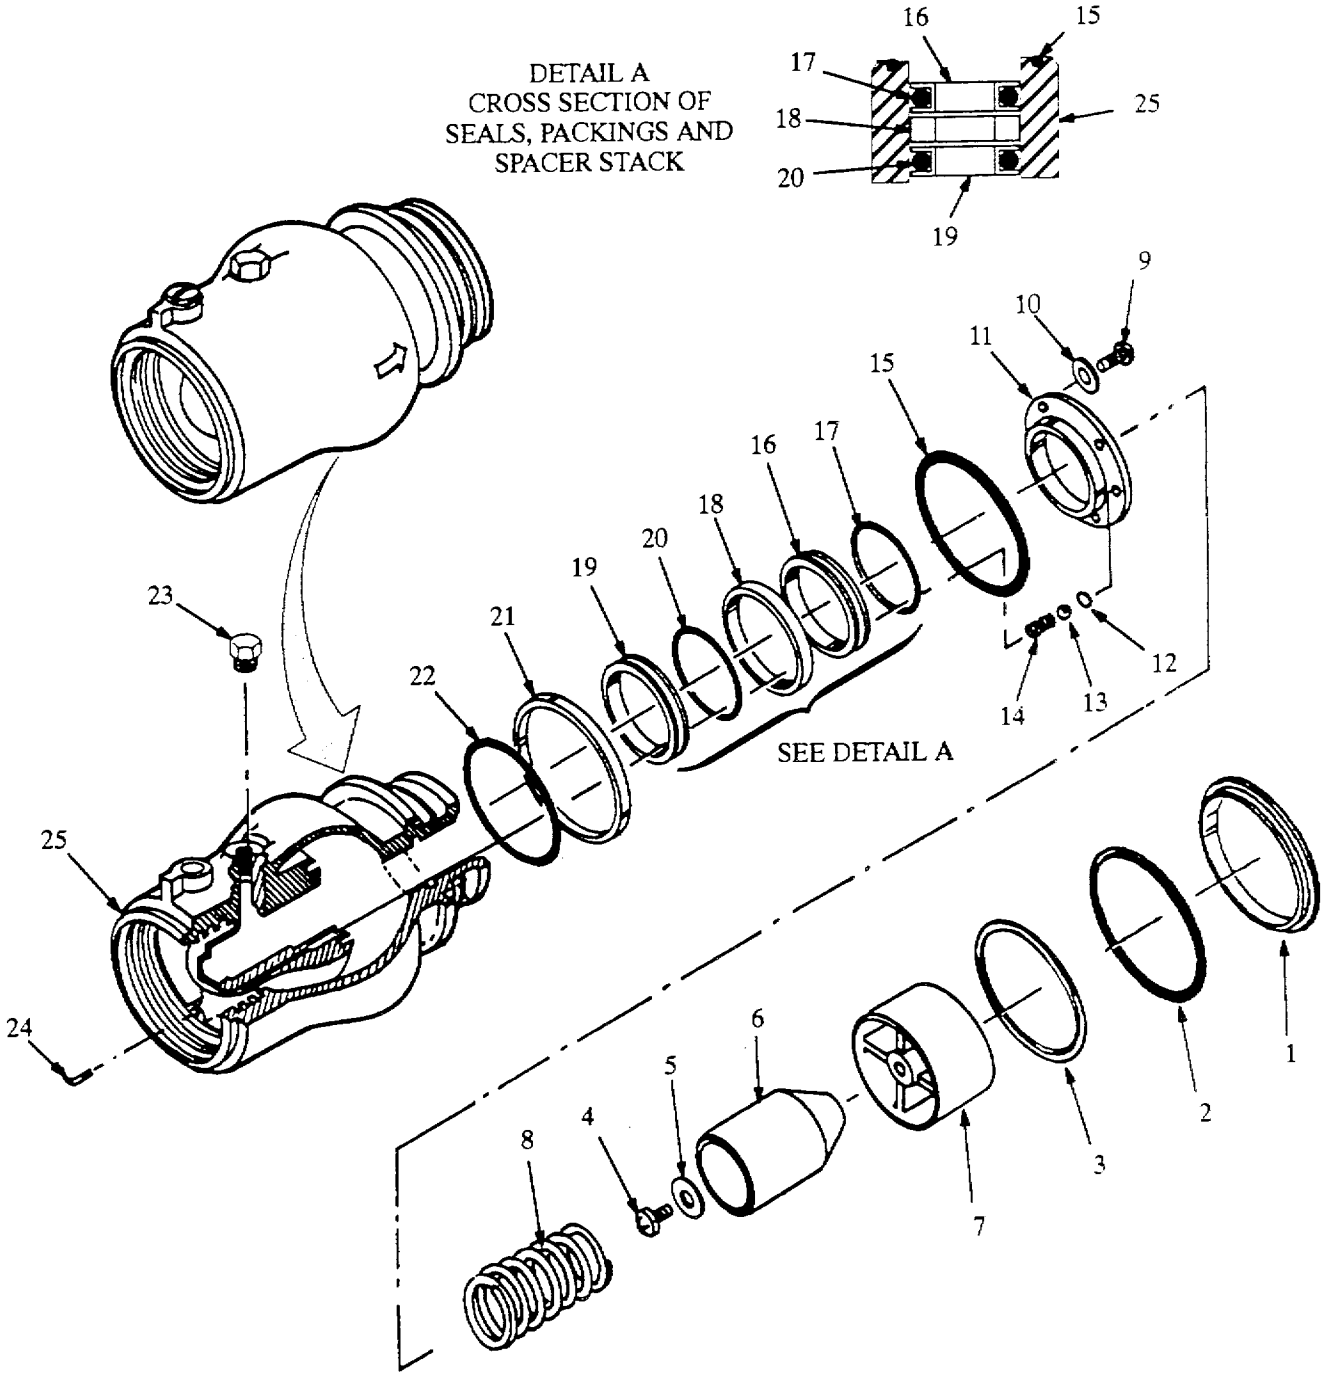
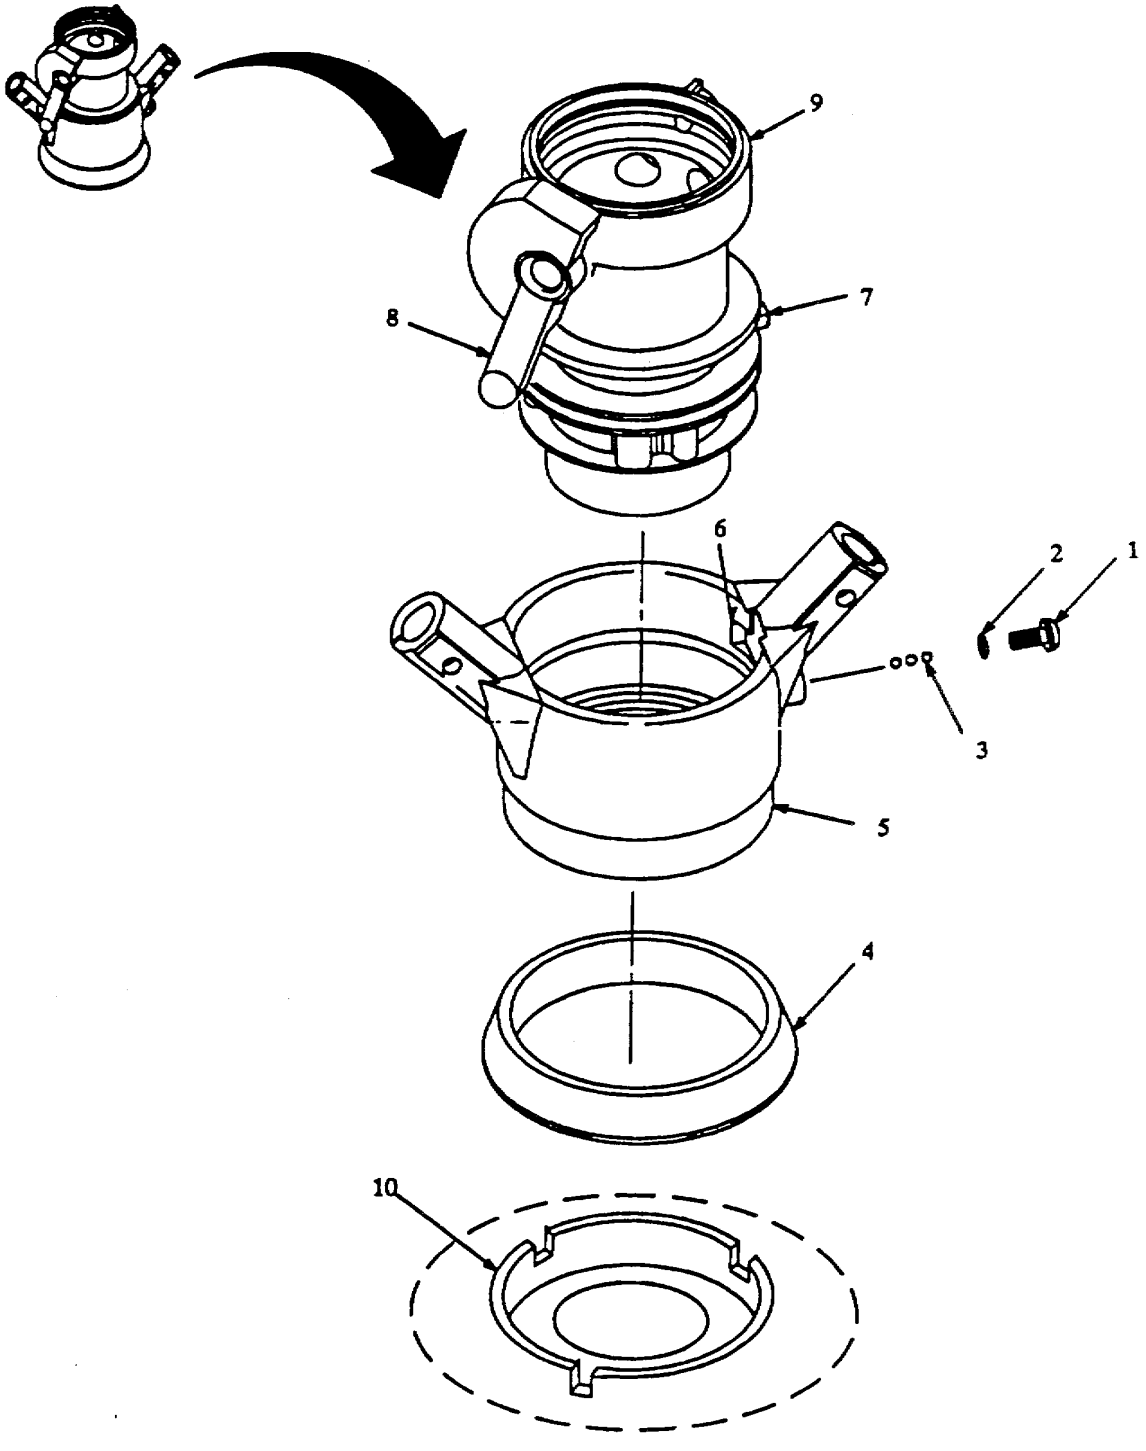
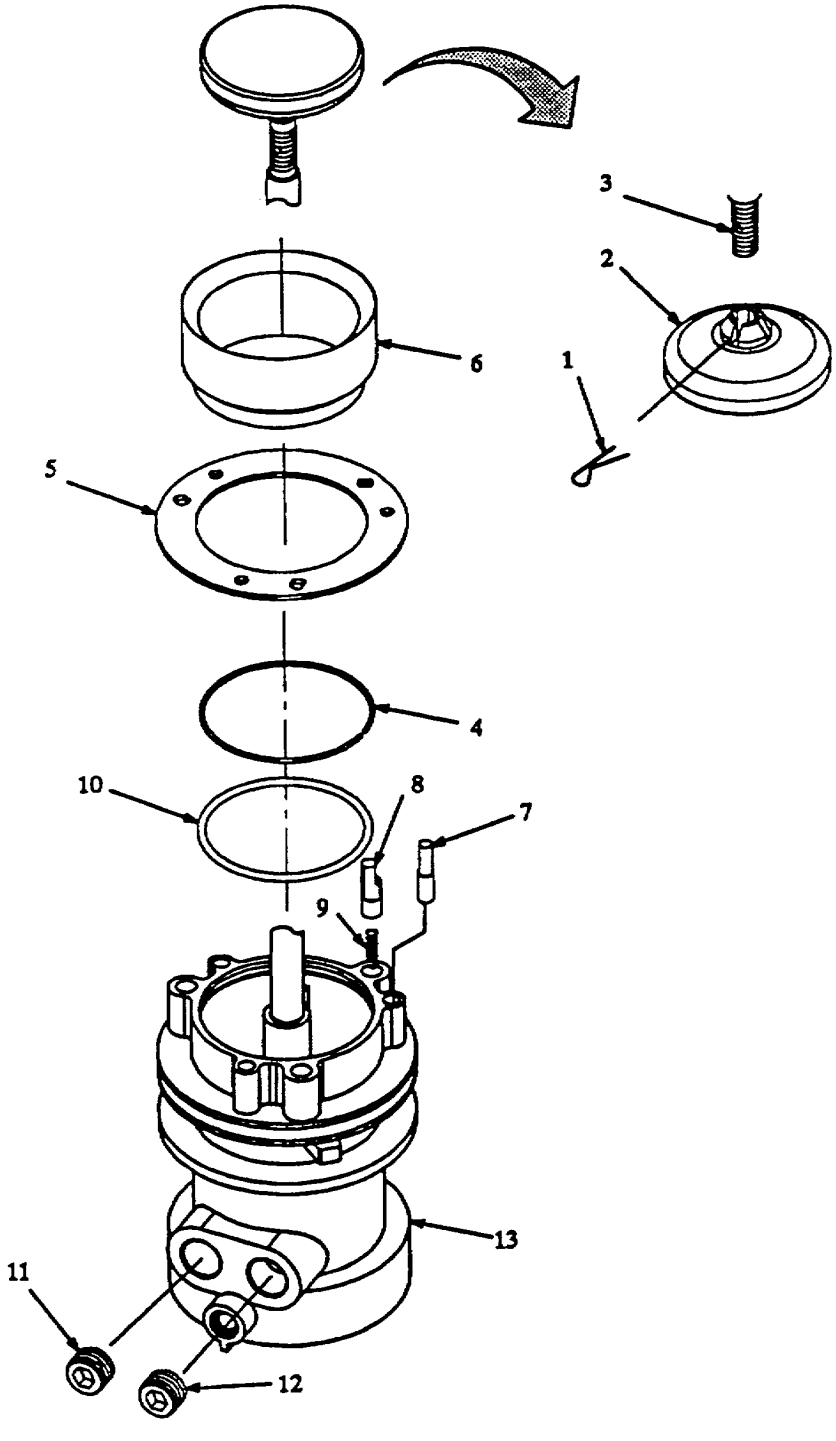
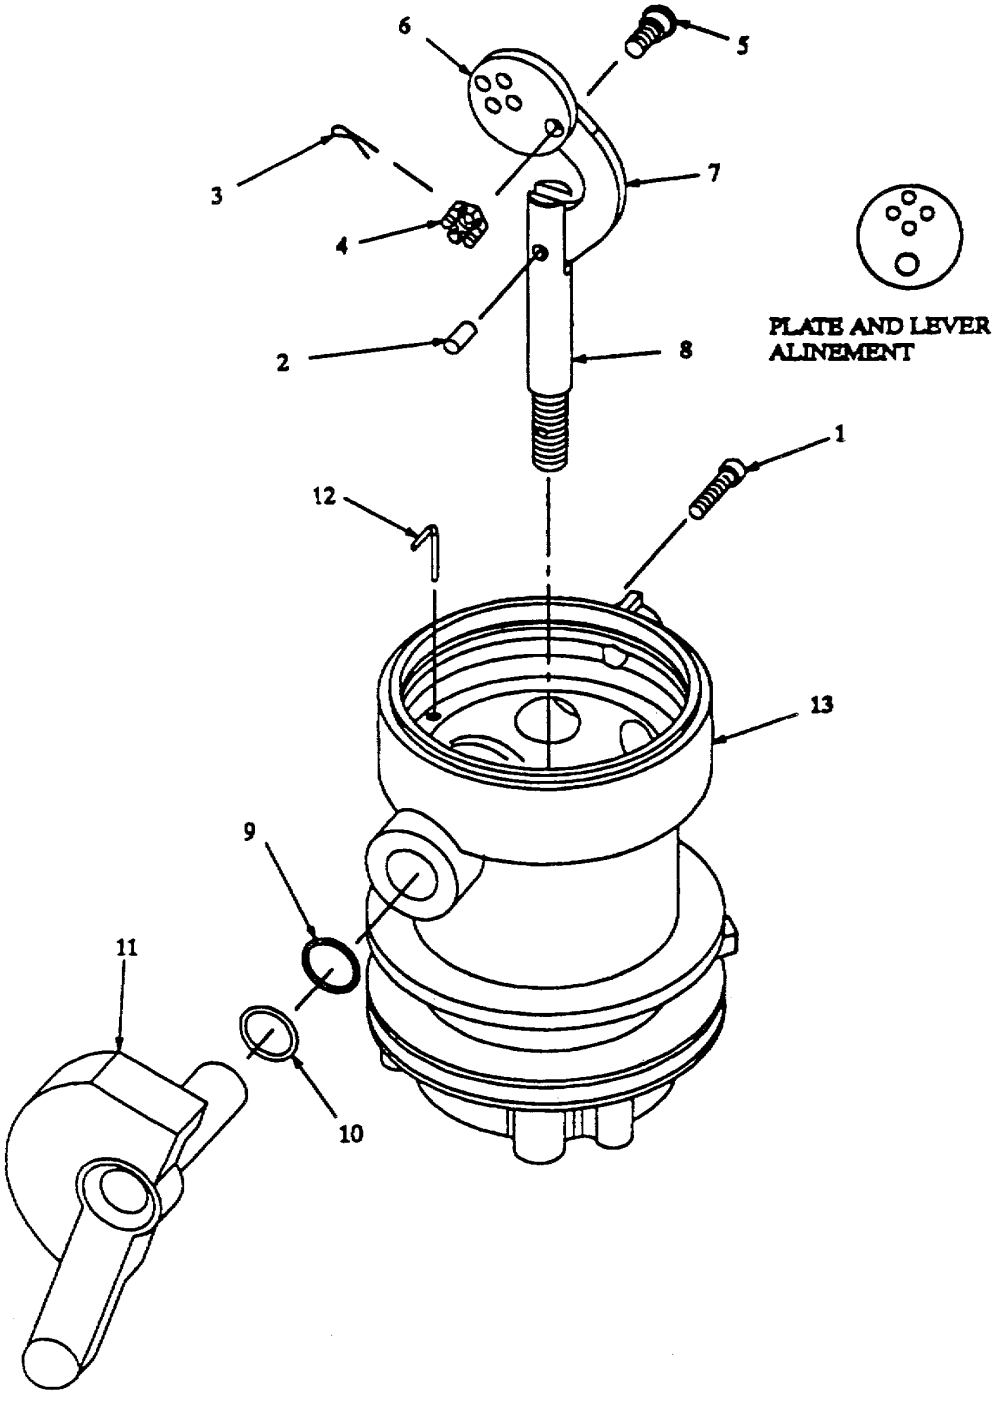

Figure 5-1A. Regulator Repair (Model HTARS101).
Figure 5-1B. Nozzle Body and Collar Repair
Figure 5-2. Nose Seal Repair.
Figure 5-3. Control Linkage Repair.
(6) (Model HTARS101) Cut outer seal (1, figure 5-1A) and remove preformed packing (2) from exterior of housing (25).
(17) Remove screw (1, figure 5-1B) and attached preformed packing (2) from collar (5).
(18) Position collar (5) so that opening for balls (3) is pointing down.
(19) Rotate body (9) back and forth on collar (5) until 49 balls (3) are removed.
(20) Connect collar (5) to adapter (10).
(21) Rotate body (9) to the left until index lug (7) alines with groove (6) in collar (5).
(22) Remove body (9) from collar (5).
(23) Remove collar (5) from adapter (10).
(24) If required, cut and remove bumper (4) from collar (5).
(25) Position body (9) with poppet pointing up, then rotate lever (8) to open position (poppet extended).
(26) Remove cotter pin (1, figure 5-2) and unscrew poppet (2) from shaft (3).
(27) Pull seal (6) and attached parts from body (13).
(28) Remove snap ring (4) and plate (5) from seal (6).
(29) Remove three lock pins (8) and springs (9) from body (13).
(30) Remove three index pins (7) from body (13).
(31) Remove preformed packing (10) from body (13).
(32) Remove two plugs (11 and 12) from body (13).
(33) Working through plug hole, remove four socket heat screws (1, figure 5-3) that secure plate (6) to lever (11).
(34) Lift plate (6) and attached parts from body (13).
(35) Push out dowel pin (2) and separate link (7) from shaft (8).
(36) Remove cotter pin (3) and nut (4) from pin (5).
(1) Inspect collar (5, figure 5-1B) for cracks, corrosion and worn adapter mating surfaces.
(2) (Model HTARS101) Inspect housing (25, figure 5-1A) for cracks, corrosion, dents, gouges, abrasions and worn ball races.
(3) (Model HTARS101) Inspect inner piston (6) and outer piston (7) for scratches. Parts must be smooth and free of imperfections.
(4) Inspect body (7, figure 5-1B) for cracks, corrosion and damaged threads.
(5) Inspect poppet (2, figure 5-2) for damaged threads and corrosion or pitting along sealing surface.
(6) Inspect shaft (3) for corrosion and damaged threads.
(7) Inspect lever (11, figure 5-3) for cracks, damaged threads and corrosion.
(8) Inspect plate (6) and pin (5) for damaged threads.
(9) Inspect link (7) for cracks and elongated mounting holes.